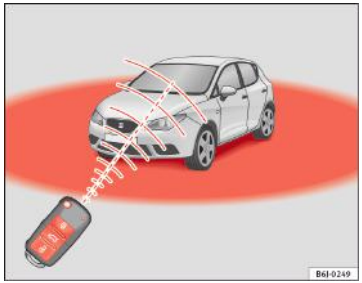

Fig. 47 Raza de acțiune a telecomenzii
De asemenea, indicatorul de stare a bateriei de pe cheie ⇒fig. 47 va clipi.
- Cheia telecomenzii funcționează numai dacă vă aflați în raza sa de acțiune ⇒fig. 47.